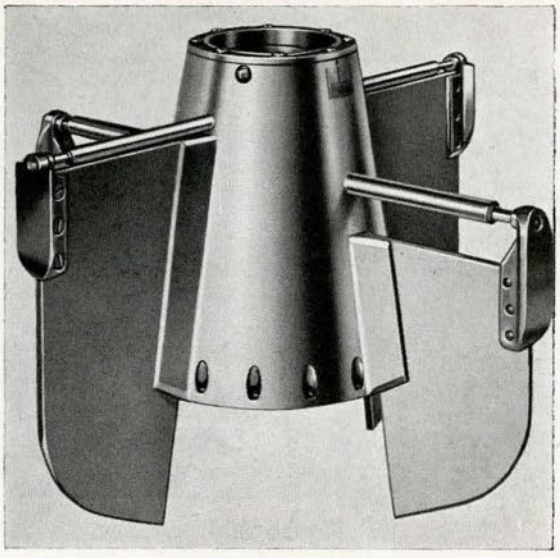

Figure 307
7. Check alignment of rudder bearings (Fig. 307).